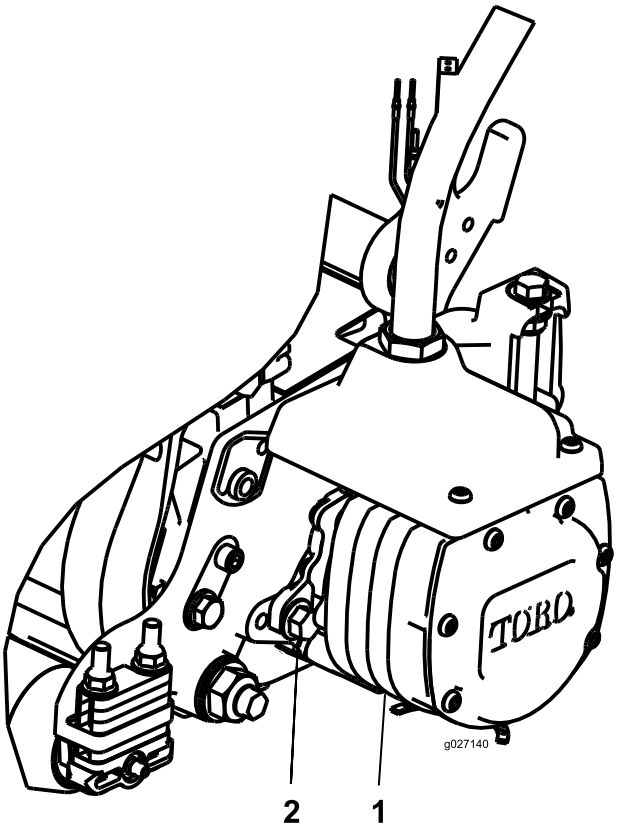

**Figur 10**
14. Monter motoren ved at dreje den med uret, således at motorflangerne går fri af boltene (Figur 10).